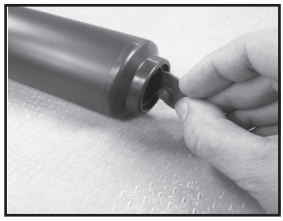

Figure 4
4. Inspecter le clapet anti-retour situé au fond du corps de pompe. En cas d'usure ou de dommages, le retirer et le remplacer en en appuyant pour l'enfoncer dans le trou au fond du corps de pompe **(Voir la figure 4)**.